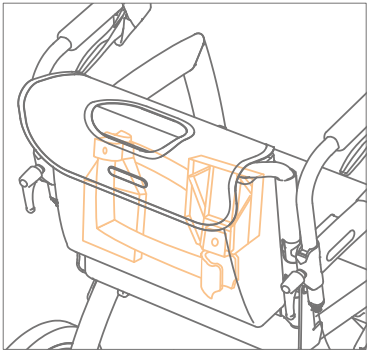

Figure 48: Ranger les repose-pieds en miroir.
a. Enlevez les repose-pieds. Ensuite faites glisser les porte-pieds vers le haut jusqu'à ce qu'ils sortent de leurs porte-repose-pieds. Rangez-les dans le sac du kit chaise roulante, en miroir **(Figure 48)**.